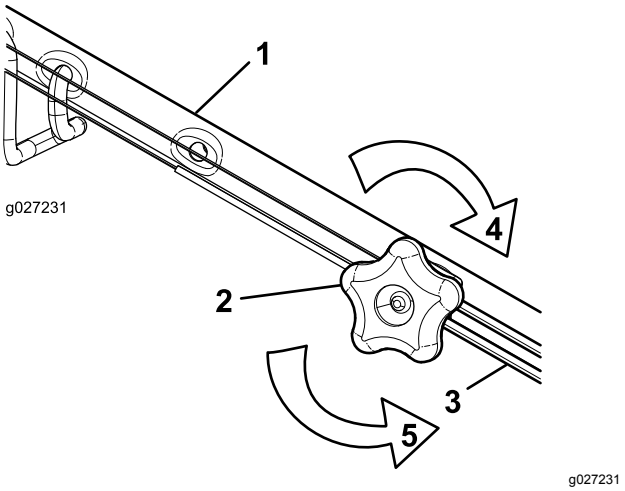

Figur 40
1. Vrid justeringsvredet moturs för att lossa kabeljusteringen (Figur 40).
2. Justera kabelspänningen (Figur 40) genom att dra den tillbaka eller trycka den framåt och sedan hålla den i det läget.